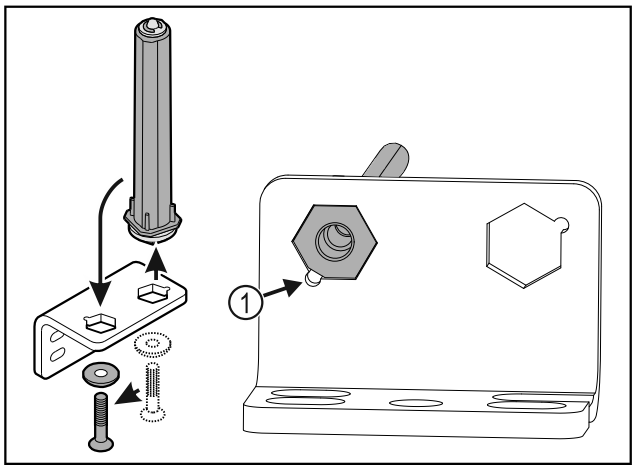

Fig. 30
▶ Проследите за тем, чтобы при установке скос пальца *Fig. 30 (1)* указывал в направлении круглого отверстия.